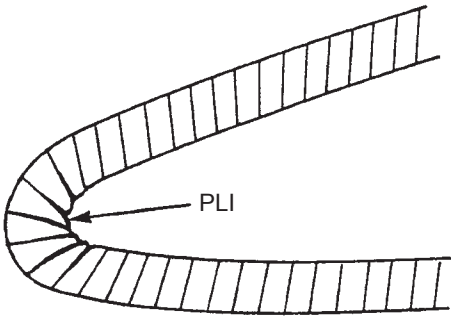

Figure : 5-3 – Réparation nécessaire. Dommage lorsque la conduite est pliée au-delà de son rayon de cintrage minimum
c. La conduite a été pliée au-delà de son rayon de cintrage minimum si le pli ou la déformation persiste. (Figure : 5-3).